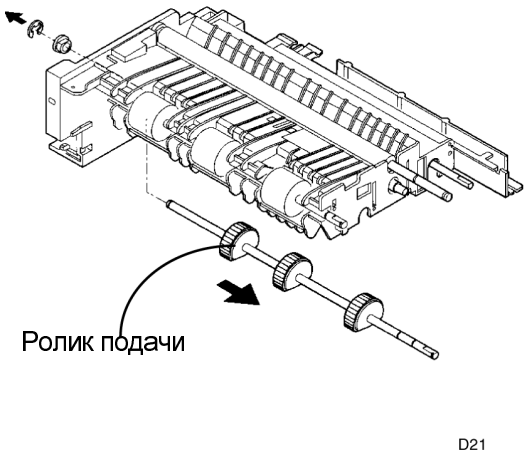

Рисунок 4. Снятие ролика подачи
6. (Рисунок 4): Снимите стопорное кольцо и ролик подачи.